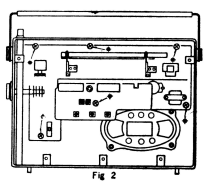

Fig 2
4. Remove the six screws marked (※) shown in the Fig 2. Carefully pull the chassis from the cabinet.